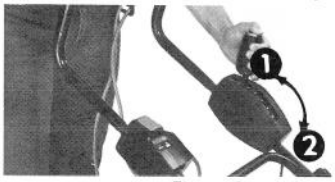

Figure 6
2. Grasp the height-of-cut handle and depress the button. Push the handle forward to lower the mower or pull back to raise. When desired height is achieved release the button locking the handle into position (Fig. 6).